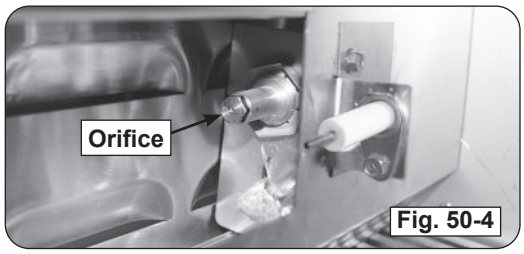

Fig. 50-4
6. Use a $^3/_8$" hex nut driver to remove the exposed orifice (Fig. 50-4). Check orifice. If needed, replace it with the correct orifice for the new gas.